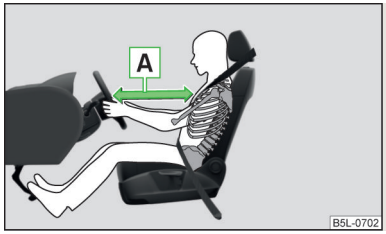

Fig. 8
- For the driver and front passenger, it is important to maintain a distance of at least 25 cm to the steering wheel or dashboard A » Fig. 8. Not maintaining this minimum distance will mean that the airbag system will not be able to properly protect you – hazard! The front seats and the head restraints must always also be correctly adjusted to match the body size of the occupant.